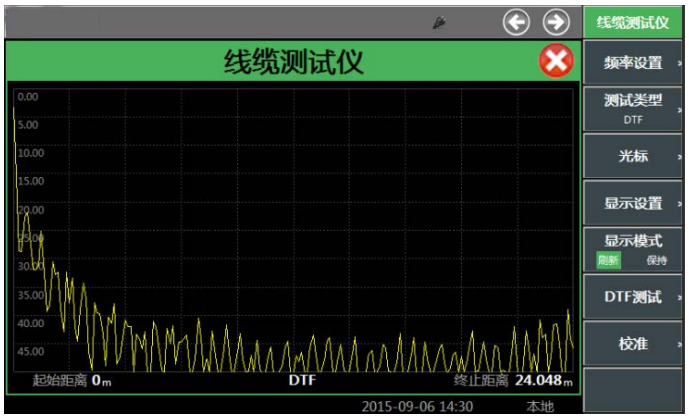

图 4.19　DTF 测量窗口
- 按【线缆】硬键，或者按【测量】硬键通过整机菜单设置打开线缆测试窗口。按屏幕下方【全屏】硬键可最大化显示如图 4.19 所示：
- 点击触摸屏，选中线缆测试窗口为当前活动窗口，相应菜单会在窗口右侧显示，如图 4.19 所示。